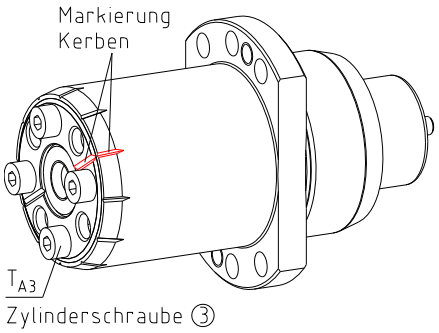

Bild 14
- Anschließend ziehen Sie die Zylinderschrauben ③ der Einstellmutter auf die in Tabelle 7 angegebenen Anziehdrehmomente T_{A3} an (siehe Bild 14).